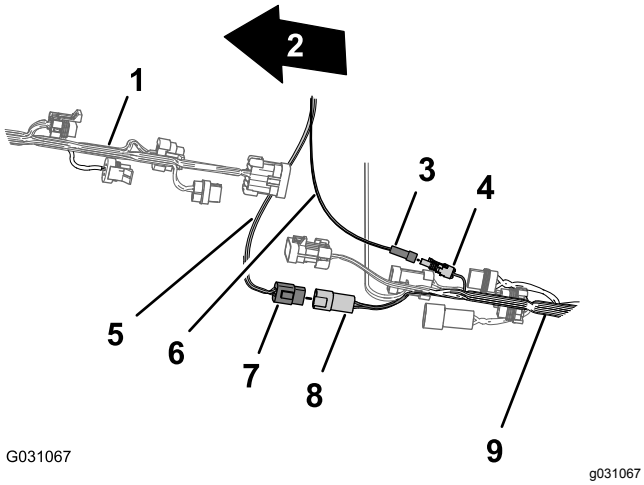

**Figur 161**
3. Tilslut dataledningsnettets konnektor med 4 ben fra CAN 2/sprøjtestyreenheden til konnektoren med 4 sokler på bageste ledningsnet fra CAN 2/sprøjtestyreenhedens kredsløb (Figur 161).
4. Tilslut konnektoren med 1 ben fra el-ledningsnettet til konnektoren med 1 sokkel på det bageste ledningsnet (Figur 161).